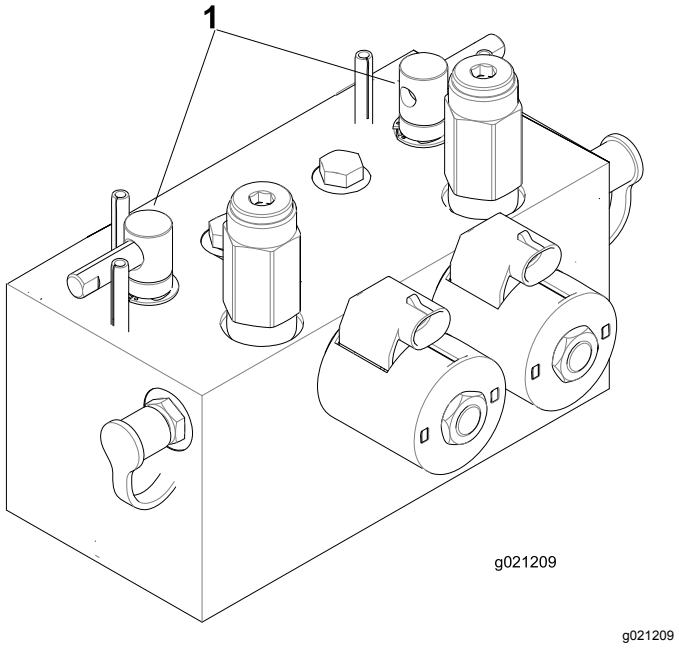

Figur 75
2. Lossa och höj upp sätet för att frilägga slipningsspakarna (Figur 75).
5. Välj den främre, bakre eller bägge slipningsspakarna för att bestämma vilka enheter som ska slipas (Figur 75).